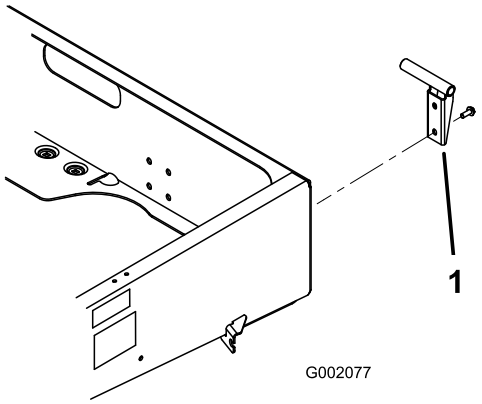

Figur 8
2. Monter venstre svingbrakett på rammens høyre hjørne bak med de to flenshodeskruene (3/8 x 1 tomme). Plasser brakettene som vist i Figur 8.